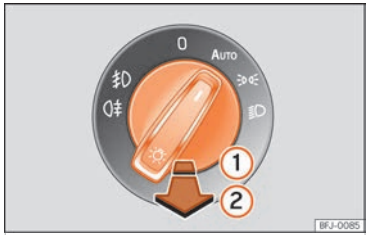

Fig. 83 Instrument panel: light panel.
- **Turn on the fog lights ⇞:** pull the light switch to its first position ››› Fig. 83 ①.
- **Switching on the rear fog light ⇞:** pull the light switch fully out ②.